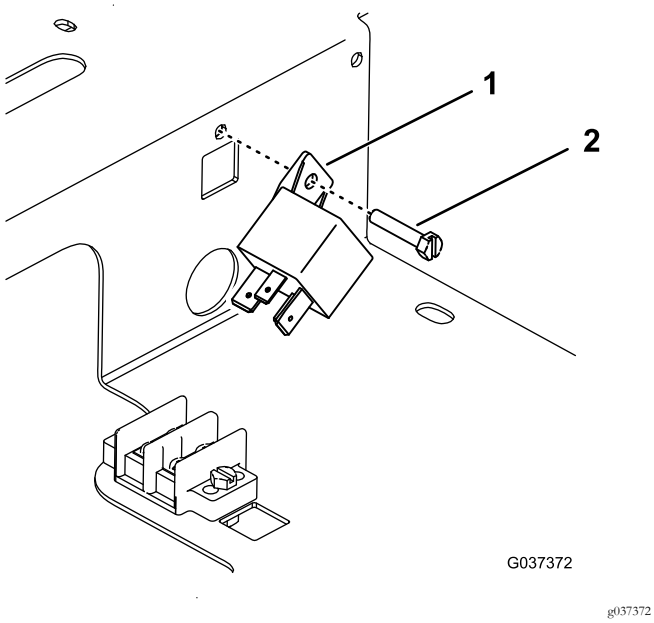

Bild 5
5. Befestigen Sie das Stromrelais mit einer Schraube an der flachen Mutter an der Seite des Fachs (Bild 5).